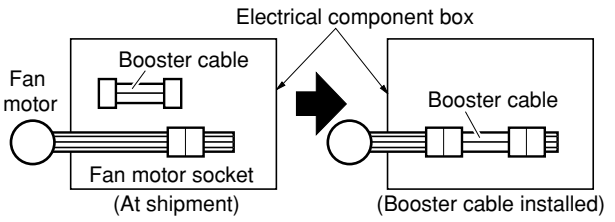

**Fig. 3-70**
(1) Remove 4 screws on the electrical component box and remove the cover plate.
(2) Disconnect the fan motor sockets in the box.
(3) Take out the booster cable (sockets at both ends) clamped in the box.
(4) Securely connect the booster cable sockets between the disconnected fan motor sockets in step 2 as shown in Fig. 3-70.
(5) Place the cable neatly in the box and reinstall the cover plate.